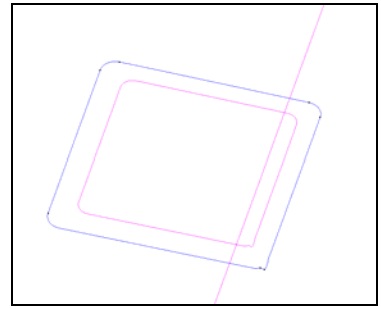

Figure 21
6. With **Geometry→Create→NURBS surface→By contour**, create a new surface. The result is shown in Figure 21.